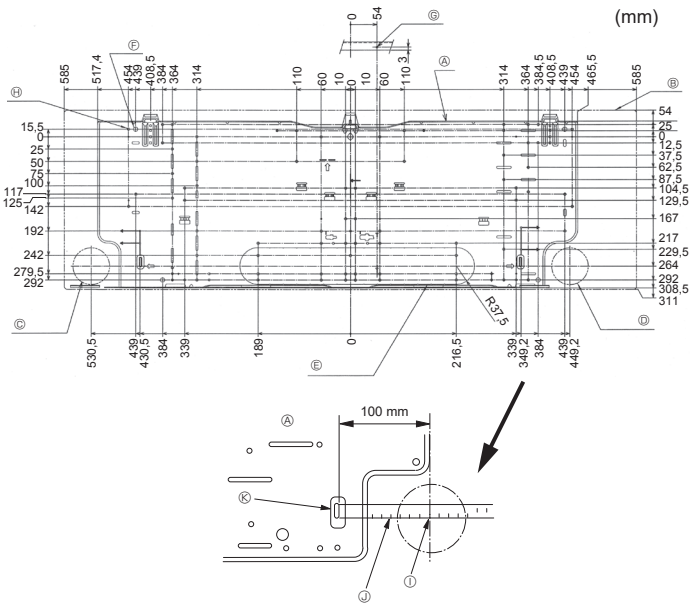

Abb. 3-2
①	Montageplatte	1	Hinten am Gerät anbringen
②	Blechschraube 4 × 25	7
③	Filzband	2
④	L-förmiges Anschlussrohr	1
⑤	Auffüllmutter	1
⑥ *	Schnurlose Fernbedienung	1
⑦ *	Fernbedienungshalter	1
⑧ *	Alkali-Batterien (Typ AAA)	2
⑨ *	Blechschraube 3,5 × 16	2
⑩	Distanzstück	1	Verpackungsmaterial verwenden
3.2. Anbringung der Wandbefestigungen (Abb. 3-2)